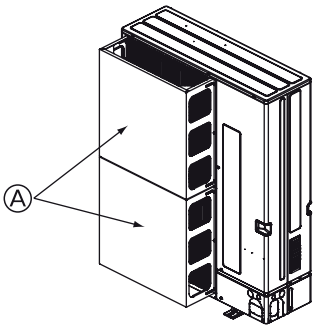

Rys. 2-15
① Jeśli urządzenie zostanie zainstalowane w miejscu, w którym silne wiatry wywołane tajfunami itp. mogłyby być nawiewane bezpośrednio do wylotu powietrza, zainstaluj opcjonalną osłonę przed wiatrem. (Rys. 2-15)